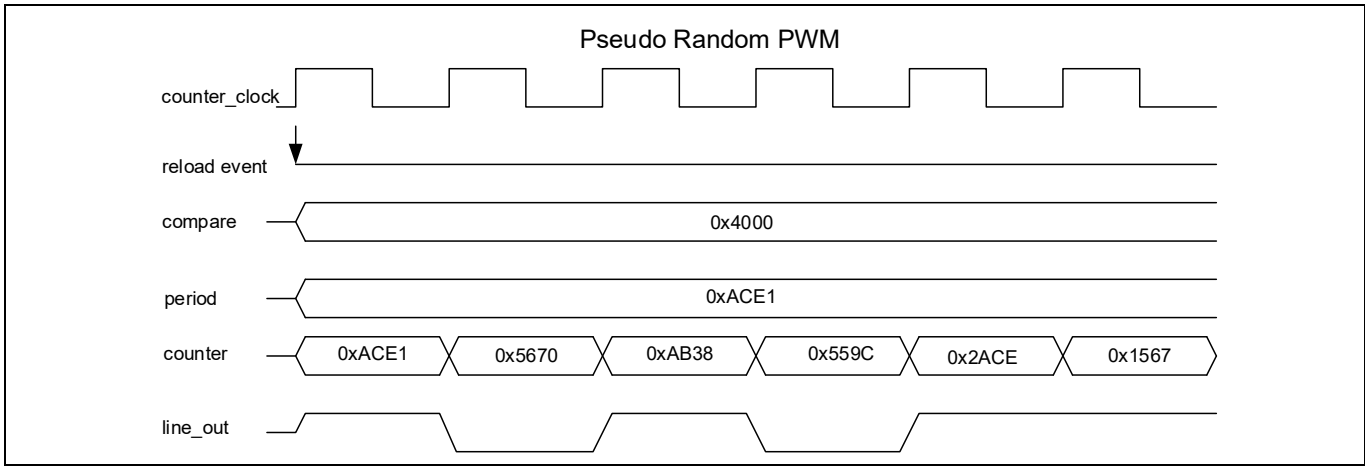

**Figure 19-17. Timing diagram for pseudo-random PWM**
- CC condition occurs when the counter is running and its value equals compare value. **Figure 19-17** illustrates pseudo-random noise behavior.